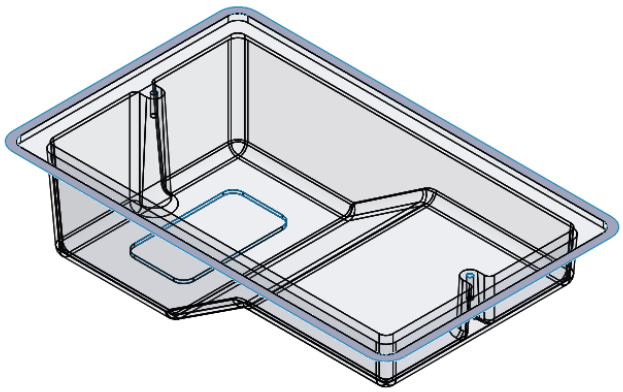

Figure 21-39 *After creating the radiated surface*
4. Using the **Radiate Surface** tool, create a radiated surface with a radiate distance of 10 mm, refer to Figure 21-39.